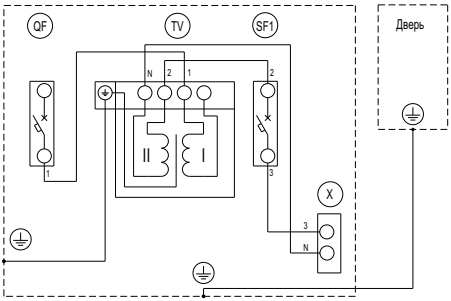

Рисунок 1 – Схема электрическая ящика ЯТП-0,25 230/42-2 УХЛ2 IP54
6.1.6 Присоединить зачищенные жилы подводящих проводников согласно электрической схеме (рисунок 1).